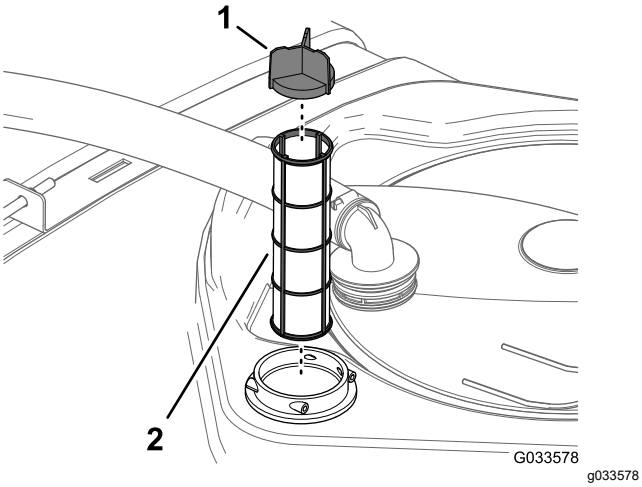

Figur 60
4. Ta bort det gamla sugfiltret från filterkåpan i tanken (Figur 60).